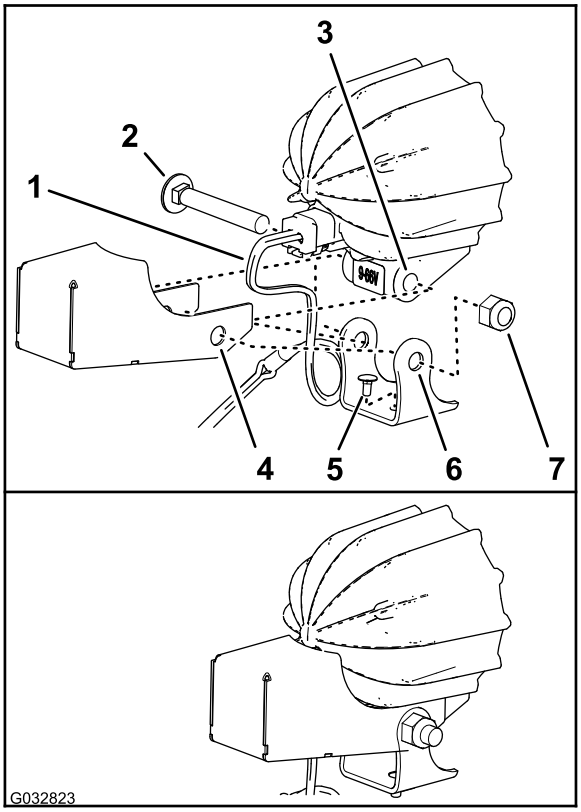

Figura 11
3. Se montati, rimuovete il bullone a testa tonda lungo e il dado che fissano la staffa di supporto al telaio della luce LED (Figura 11).
4. Assicuratevi che il bullone a testa tonda corto sia montato attraverso il foro nella parte inferiore della staffa di montaggio, come illustrato nella Figura 11.
5. Allineate i fori nel deflettore e nella staffa di supporto con i fori nel telaio della luce LED, come mostrato nella Figura 11.
6. Montate il deflettore e la staffa di supporto sul telaio della luce LED con il bullone a testa tonda e il dado (Figura 11).